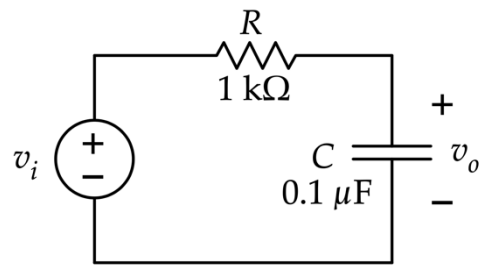

Figure 1
1. Compute the transfer function $H(s) = \frac{v_o}{v_i}$ and calculate the cutoff frequency of the circuit shown in Figure 1.